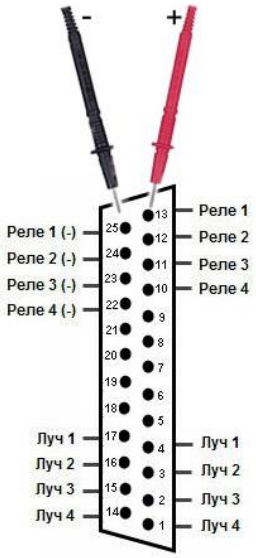

Рис. 14 Проверка реле с использованием мультиметра
- приложить щупы мультиметра к контактам, соблюдая полярность, как показано на рисунке Рис. 14, переключив в режим проверки диода